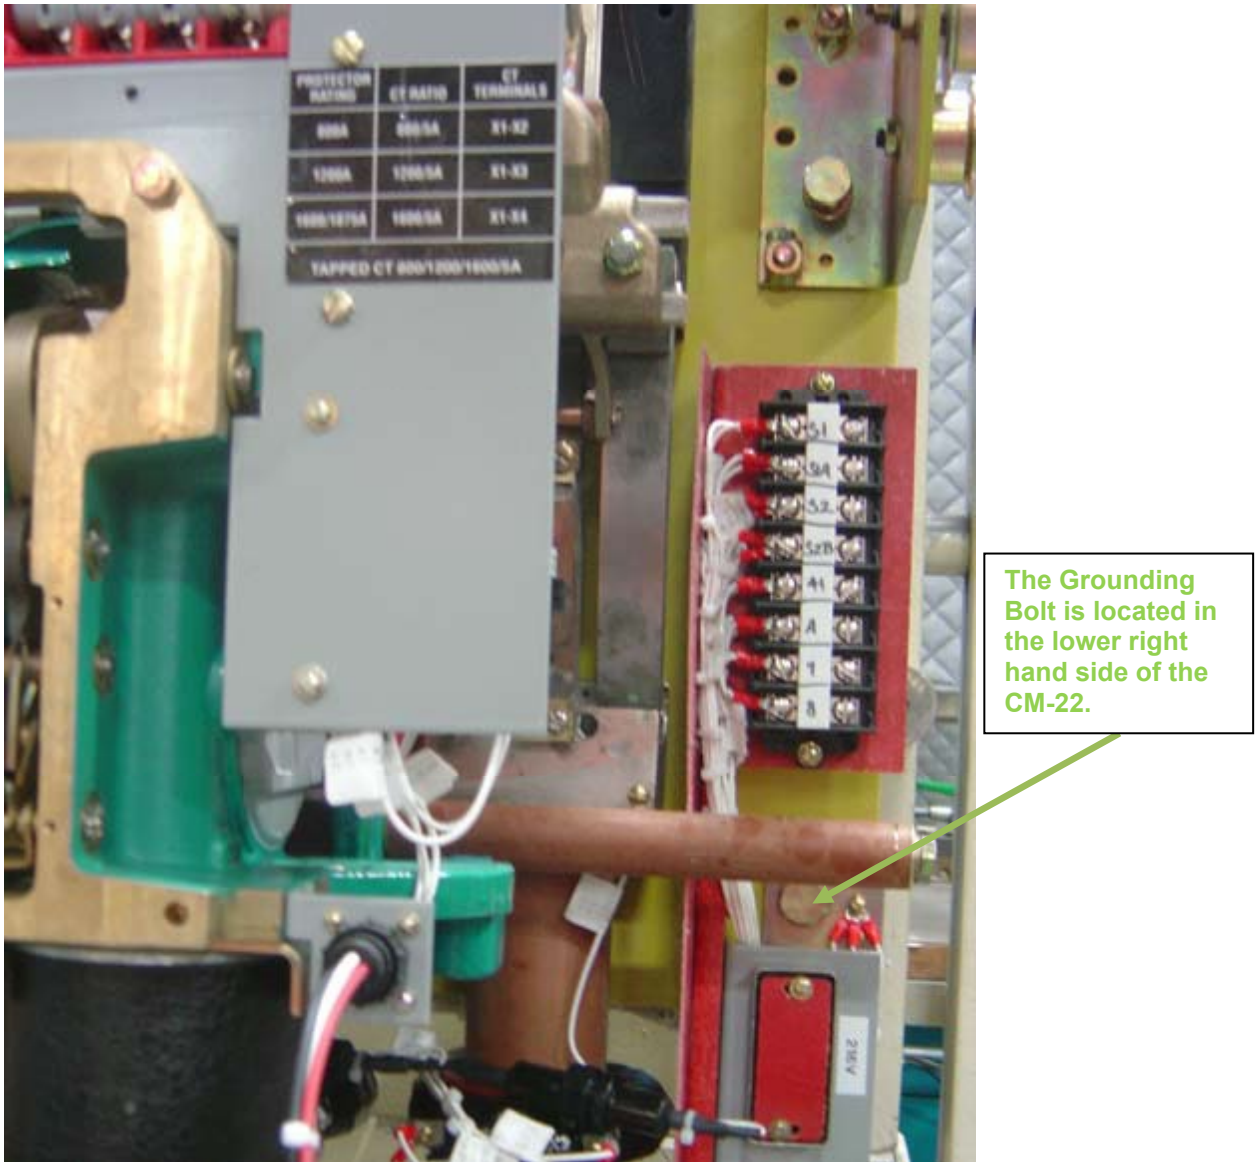

Figure 1 – The Grounding Bolt
a) Loosen the left hand relay panel bolt and the center mechanism “red” bolt to access the (2) left side bolts.
b) Disconnect the ground bolt last. See Figure 1.